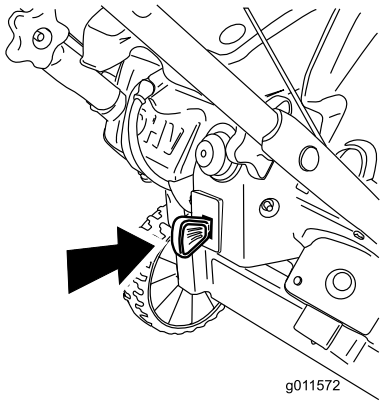

Figur 16
1. Trykk tenningsnøkkelen helt inn til På-stillingen (Figur 16).